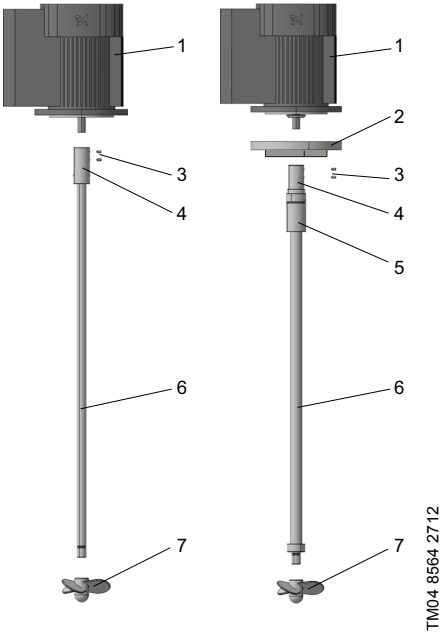

Рис. 4 Исполнение из нержавеющей стали (слева), исполнение из полипропилена с фланцем с уплотнением (справа)
– Навинтить винт (7) на вал (6) и затянуть его вручную.
– Продвинуть уплотняющий фланец по металлической поверхности до защиты муфты (5) (следите за ориентацией, см. рис. 4: больший наружный диаметр уплотняющего фланца направлен на электродвигатель).
– Надеть муфту вала (4) на вал электродвигателя (1) до упора. Отверстия для винтов без головок должны находиться непосредственно над резьбой вала электродвигателя.
– Зафиксировать вал (6) на электродвигателе (1), затянув два винта без головок (3) при помощи поставляемого торцового ключа. Убедиться, что винты без головок – это винты с потайными головками, затянутые с моментом 3 Нм.
– Надеть защиту муфты (5) на муфту (4) по направлению к электродвигателю (1) до упора.
– Осторожно надеть уплотняющий фланец (2) на фланец электродвигателя, не повредив уплотняющую кромку уплотняющего фланца.
– Убедиться, что уплотняющий фланец (2) размещён на защите муфты (5) правильно. Проверить, чтобы уплотняющая кромка была правильно размещена на металлической поверхности защиты муфты.